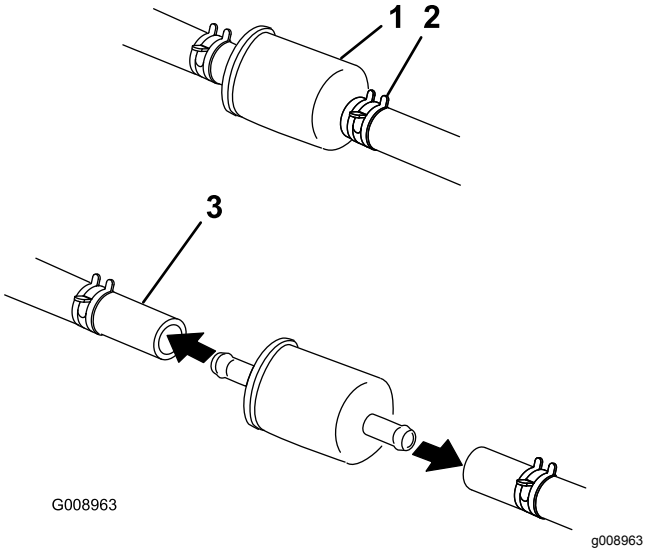

Figur 60
5. Kläm ihop ändarna på slangklämmorna och skjut bort dem från filtret (Figur 60).
7. Montera ett nytt filter och för tillbaka slangklämmorna tätt intill filtret igen (Figur 60).